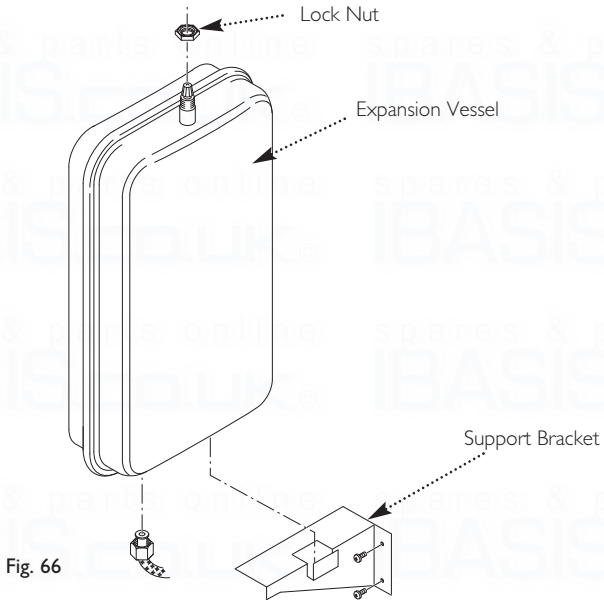

Fig. 66
13.21 Expansion Vessel (Fig. 66)